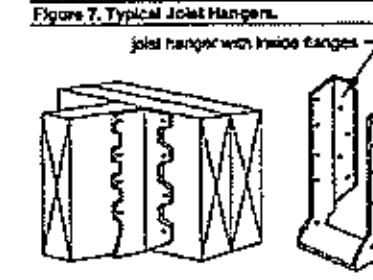

Figure 8A. Post-to-Beam Attachment Requirements.
All deck post sizes shall be 6x6 (nominal) or larger, and the maximum height shall be in accordance with Table 4 and measured from grade to top of foundation, whichever is highest, to the underside of the beam. Under prescriptive limits of this document, 4x6 (nominal) posts can be substituted anywhere in Table 4 but are limited to a maximum height of 14'-0". Posts shall be centered on footings. Cut ends and notches of posts shall be field treated with an approved preservative (such as copper naphthenate) [R402.1.2]. The beam shall be attached to the post by notching as shown in Figure 8A or by providing an approved post cap to connect the beam and post as shown in Figure 8B. All 3-ply beams shall be connected to the post by a post cap. All through-bolts shall have washers under the bolt head and nut. Attachment of the beam to the side of the post without notching is prohibited (see Figure 9).
Stairs, stair stringers, and stair guards shall meet the requirements shown in Figure 27 through Figure 34 and Table 6 except where amended by the local jurisdiction. All stringers shall be a minimum of 2x12. Stair stringers shall not span more than the dimensions shown in Figure 28. If the stringer span exceeds these dimensions, then a 4x4 post may be provided to support the stringer and shorten its span length. The 4x4 post shall be notched and bolted to the stringer with (2) ½" diameter through-bolts with washers per Figure 8A. The post shall be centered on a 12" diameter or 10" square, 6" thick footing. The footing shall be constructed as shown in Figure 34 and attached to the post as shown in Figure 12. An intermediate landing may also be provided to shorten the stringer span (see provisions below). If the total vertical height of a stairway exceeds 12'-0", then an intermediate landing shall be required. All intermediate stair landings must be designed and constructed as a non-ledger deck using the details in this document. Stairs shall be a minimum of 36" in width as shown in Figure 33 [R311.7]. If only cut stringers are used, a minimum of three are required. For stairs greater than 36" in width, a combination of cut and solid stringers can be used, but shall be placed at a maximum spacing of 18" on center (see Figure 29). The width of each landing shall not be less than the width of the stairway served. Every rectangular landing shall have a minimum dimension of 36" measured in the direction of travel and no less than the width of the stairway served [R311.7].